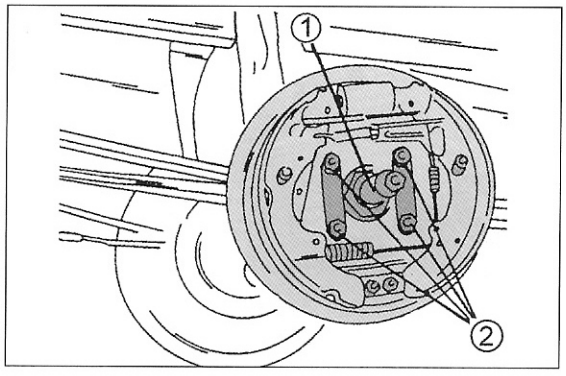

Bild 253
- Falls der Achsstumpf ausgebaut werden soll, muss man die Schrauben (2) in Bild 253 lösen. Den Achsstumpf (1) danach abnehmen.